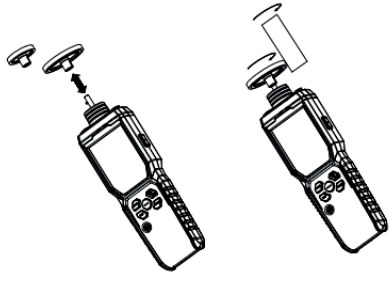

Рисунок 8
4. Контактное измерение---Измерение скорости поверхности/Длины (Рисунок 8)